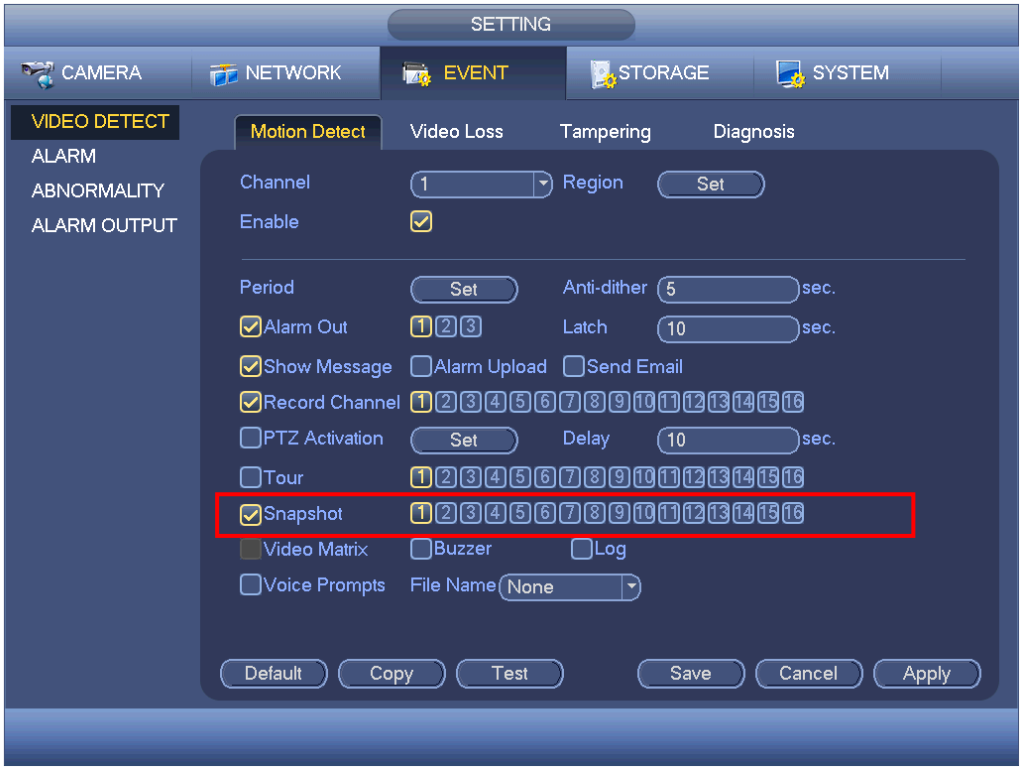
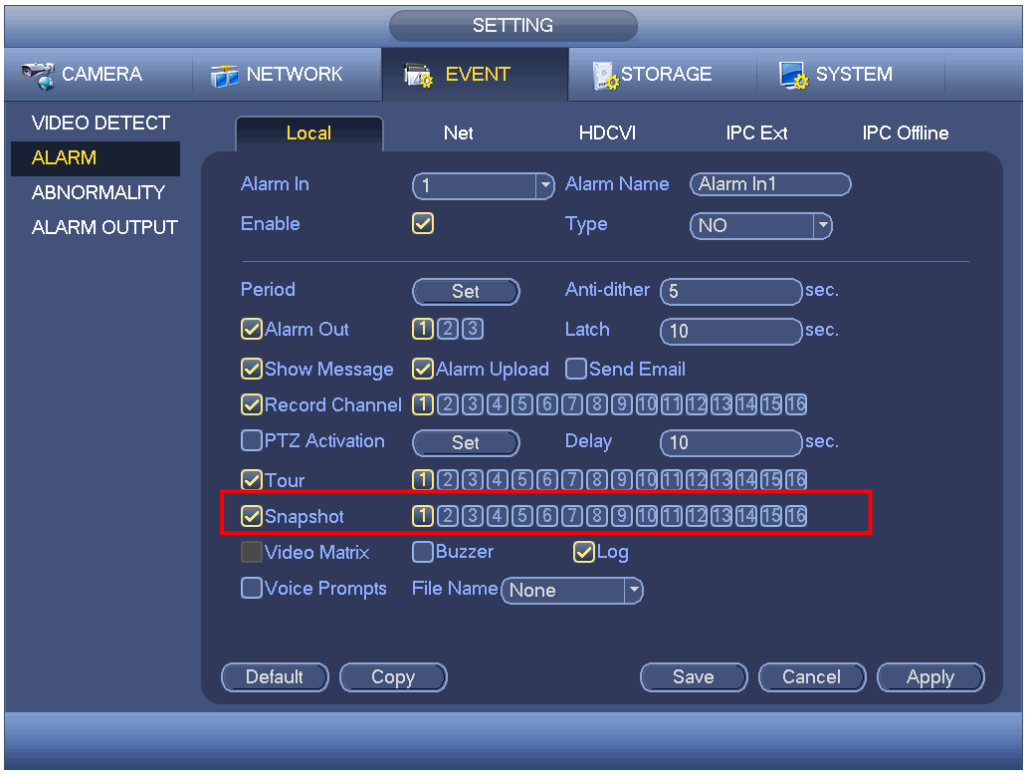

Figure 4-152
Figure 4-153
- In main menu, from Setting->Event->Detect, please enable snapshot function for specified channels (Figure 4-152). Or In main menu, from Setting->Event->Alarm (Figure 4-153) please enable snapshot function for specified channels.